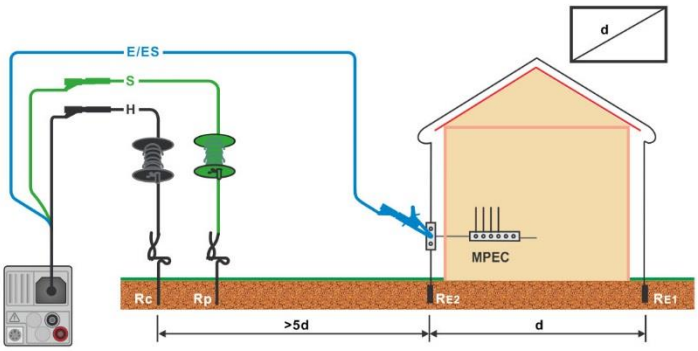

Figure 4.60: Resistance to earth, measurement of main installation earthing and lighting protection system
- Connect test leads to the object under test, see ***Figure 4.60***.